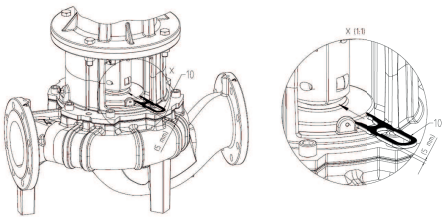

Fig. 47: Colocar o garfo de apoio à montagem
10. Colocar o garfo de apoio à montagem (Fig. 47) entre a lanterna e o acoplamento. O garfo de apoio à montagem deve assentar sem folga.
11. Primeiro, apertar ligeiramente os parafusos de acoplamento (Fig. I/II/III, pos. 1.41), até as braçadeiras encostarem às anilhas de compensação.